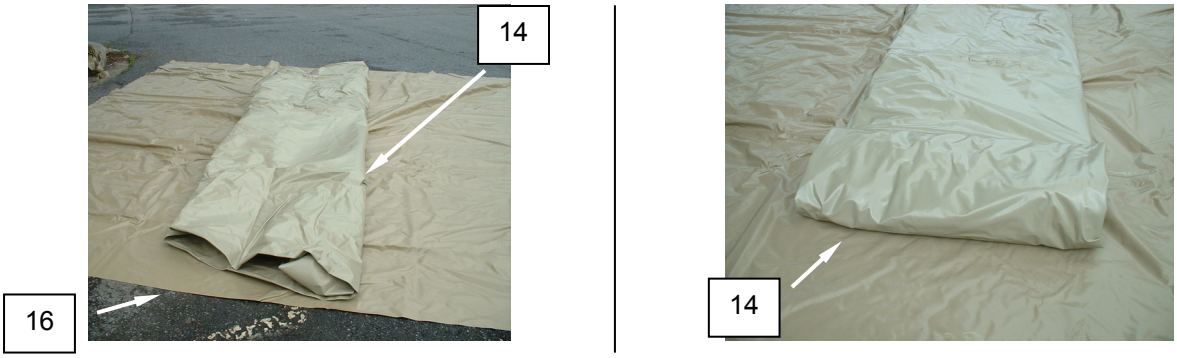

Figure 14. Prepare the 3000 Graywater Tank for Movement.
12. Fold the tank **(Figure 14, Item 14)** in half again, and recenter on the ground cloth **(Figure 14, Item 16)**. The tank should be approximately 4 feet wide. Start from one end and fold over approximately 18 inches of tank fabric.